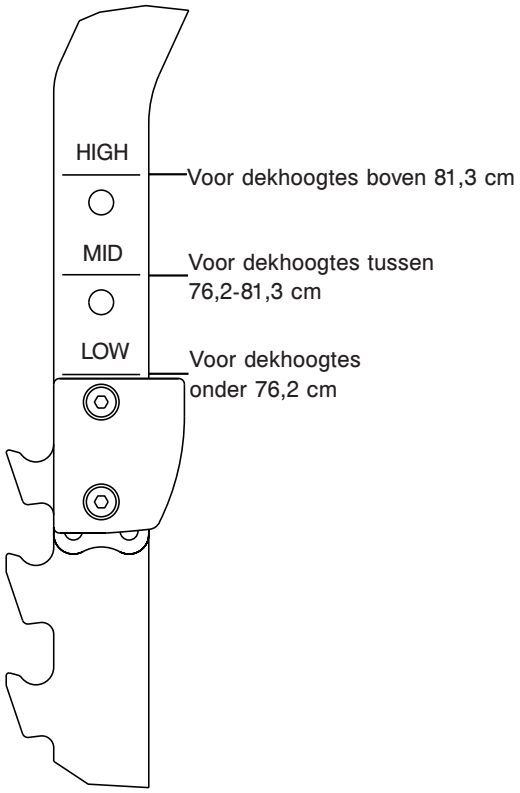

Afbeelding 12
3. Selecteer HIGH (Hoog), MID (Midden) of LOW (Laag), afhankelijk van de hoogtevereisten van de brancard (zie Afbeelding 12). Voorbeeld: